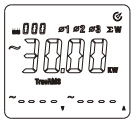

rys. 8-7
* Aby wyświetlić moc sumaryczną całego odbiornika, naciśnij ponownie przycisk SELEKT (patrz rys. 8-7).